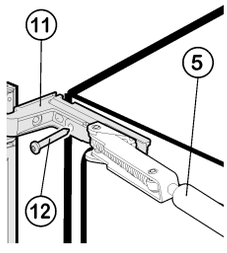

Fig. 15
- Angle the soft stop mechanism *Fig. 15 (5)* in such a way that the screw *Fig. 15 (12)* can be screwed in. Firmly tighten the screw **(with 4 Nm)**.